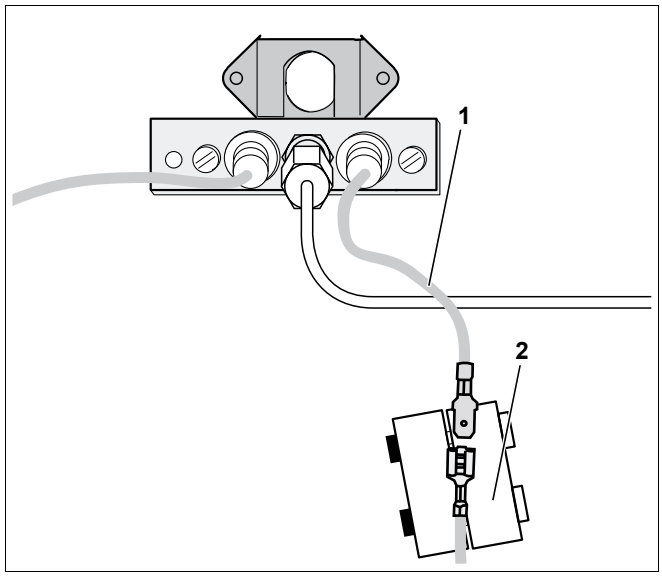

Рис. 11 Удаление контактного предохранителя
- Удалить контактный предохранитель (рис. 11, **поз. 2**) на контрольном кабеле (рис. 11, **поз. 1**) и вынуть штекер.